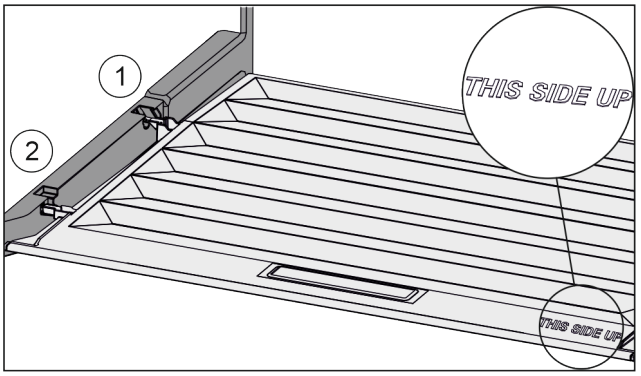

*Fig. 35*
▶ Insert the lip of the cover over the opening of the rear bracket *Fig. 35 (1)* and click into place *Fig. 35 (2)*.